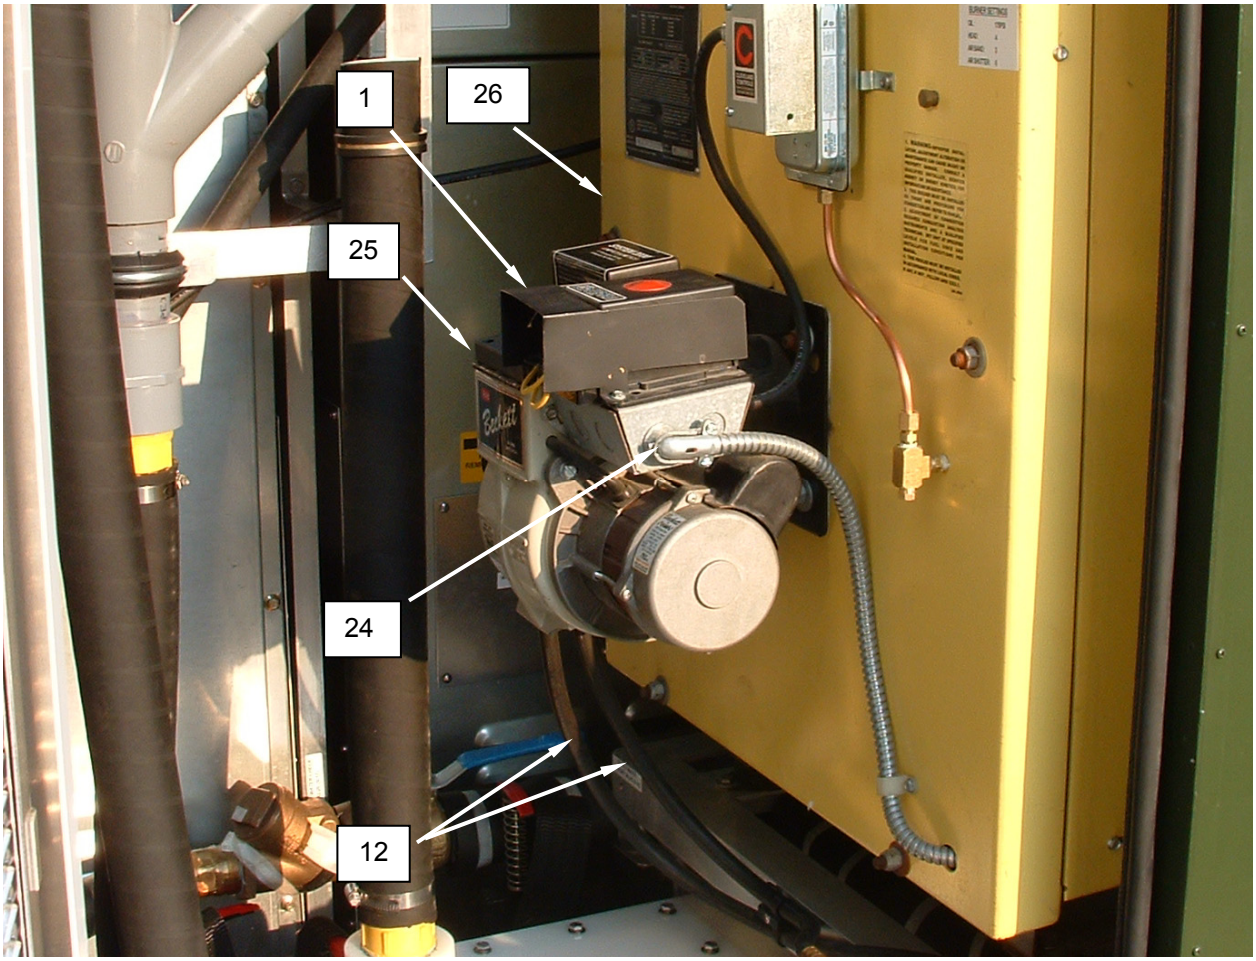

Figure 13. Replace the Burner Assembly.
2. Remove screw retaining the burner primary control **(Figure 13, Item 1)** and remove primary control.
4. Remove conduit locknut, and remove conduit **(Figure 13, Item 24)** from junction box.
5. Tag and disconnect fuel supply and return hoses **(Figure 13, Item 12)**.
6. Remove the nuts retaining the burner assembly **(Figure 13, Item 25)** to the boiler **(Figure 13, Item 26)**, and remove the burner assembly.
8. Install the replacement burner assembly **(Figure 13, Item 25)**, and secure in place with nuts.
9. Connect the fuel supply and return hoses **(Figure 13, Item 12)** as tagged.
10. Remove the screw retaining the replacement burner primary control **(Figure 13, Item 1)** and remove primary control.
12. Install conduit **(Figure 13, Item 24)** and retain with locknut.
14. Install the burner primary control **(Figure 13, Item 1)** and retain with screws.